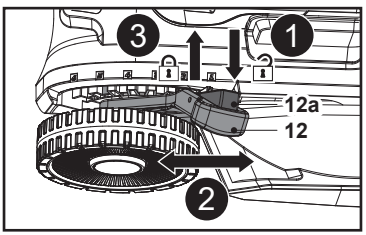

**Rys. 11**
1. Nacisnąć i przytrzymać przycisk blokady (12a) (rys. 11, krok 1).
2. Przesunąć dźwignię (12) do przodu lub do tyłu, aby wyregulować wysokość koszenia (rys. 11, krok 2).
3. Zwolnić przycisk (12a) i sprawdzić, czy dźwignia (12) jest dobrze osadzona w wycięciu (rys. 11, krok 3).